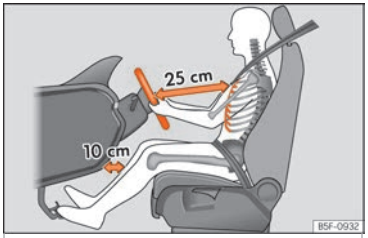

Fig. 87 The proper distance between driver and steering wheel.
– Adjust the steering wheel so that there is a distance of at least 25 cm between the steering wheel and the centre of your chest ››› Fig. 87.
- Adjust the driver's seat so that there is at least 25 cm distance between the centre of the chest and the centre of the steering wheel ››› Fig. 87. If you are sitting closer than 25 cm, the airbag system cannot protect you properly.